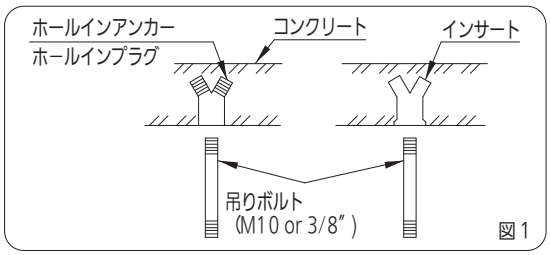

図1
1．吊りボルトの固定は右図（図1）あるいは他の方法により確実に固定してください。
- 図1の方法で吊りボルトを固定するか、またはアングル・角材などを利用して吊りボルトを取り付けてください。